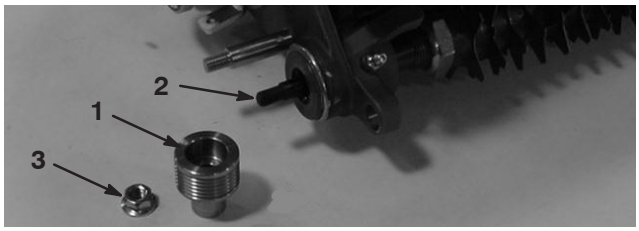

Figure 9
17. Loosely mount the driven pulley to the end of the groomer shaft with a flange lock nut (Fig. 9).